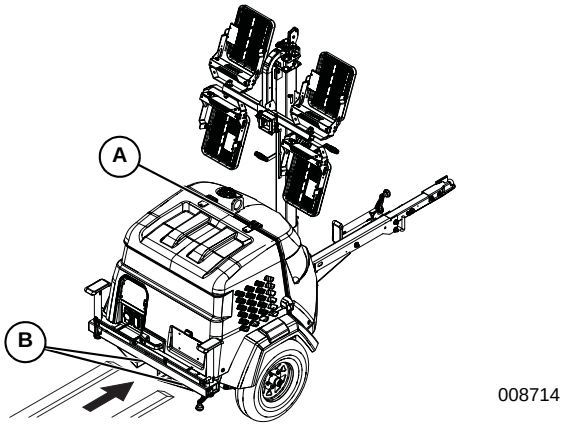

Figure 3-66. Lifting Points
3. See ***Figure 3-66***. Stow the mast and lights in the travel position as shown.
- When lifting the unit, attach any slings, chains, or hooks directly to the central lift point (A). The central lift point is located on top of the enclosure, connected to a lift structure inside the unit.